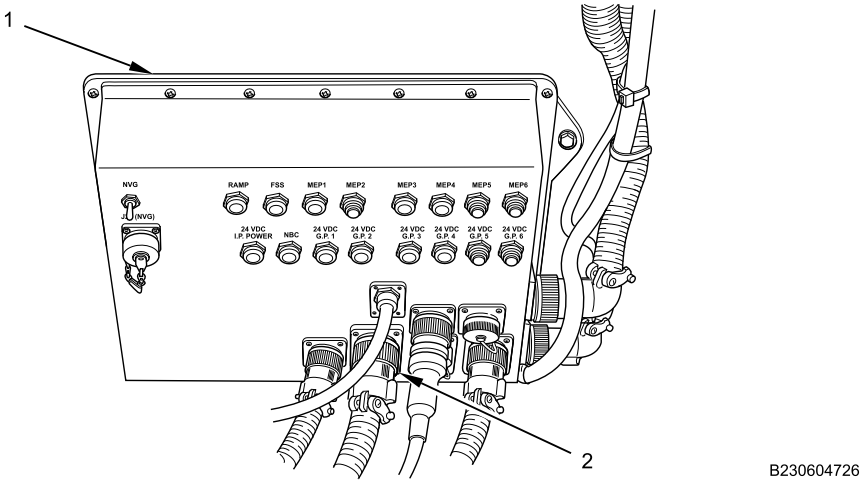

Figure 7. Turret Power Feed Wiring Harness Connector.
4. Connect turret power feed wiring harness connector (Figure 7, Item 2) to PDM (Figure 7, Item 1).